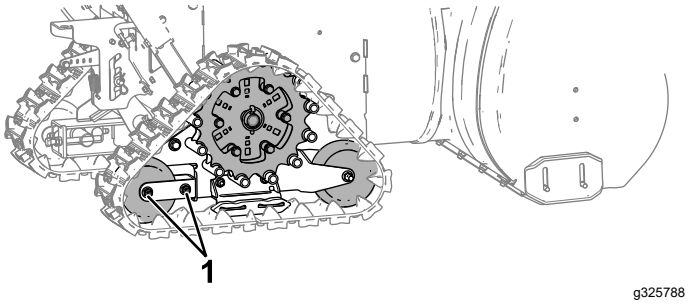

Figure 26
A. Desserrez légèrement les écrous sur la chape du galet arrière (Figure 26).